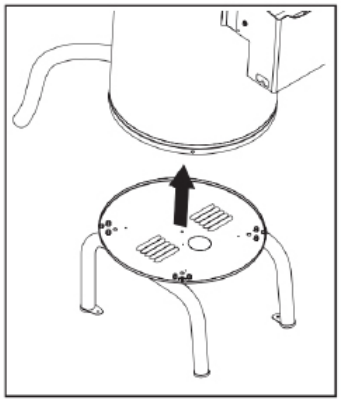

Abb. 10.
- Trennen Sie die Unterseite der Maschine vom Sockel (Abb. 10).